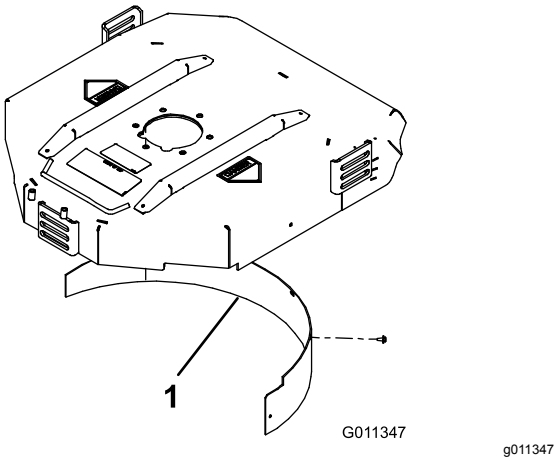

**Figur 7**
2. Montera samlarskärmen i den bakre öppningen och fäst den med fem huvudskruvar med fläns (Figur 7).